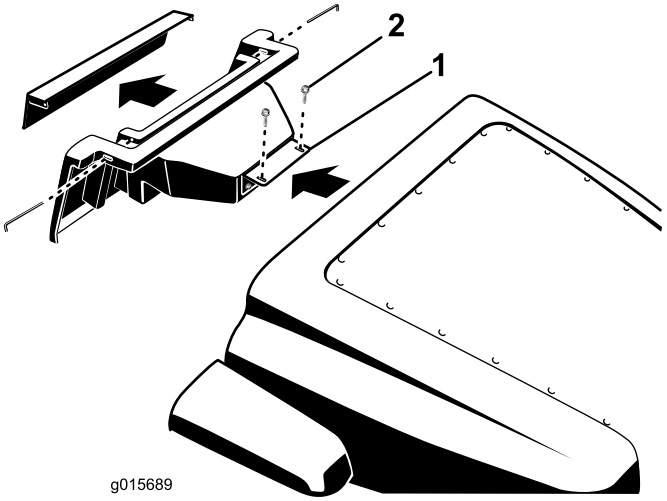

Figura 11
1. Retire los 2 tornillos que sujetan el soporte de montaje del compartimento de almacenamiento al bastidor de la máquina (Figura 11).